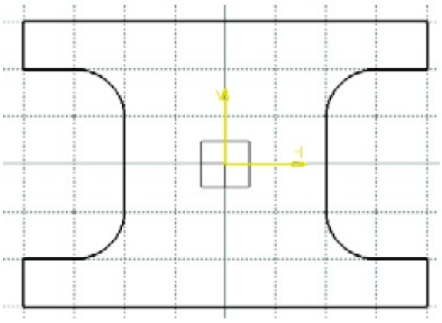

Figure 2-56 *The sketch after drawing the outer loop and hiding the constraints*
21. Move the cursor vertically downward and specify the endpoint of the line when it snaps to the start point of the outer loop. The sketch after drawing the outer loop and hiding the constraints is shown in Figure 2-56.